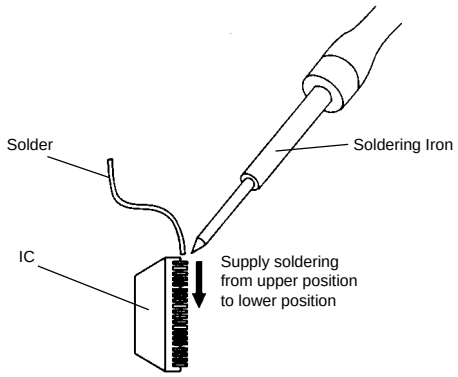

Fig. 2-6
2. Supply the solder from the upper position of IC leads sliding to the lower position of the IC leads. **(Refer to Fig. 2-6.)**